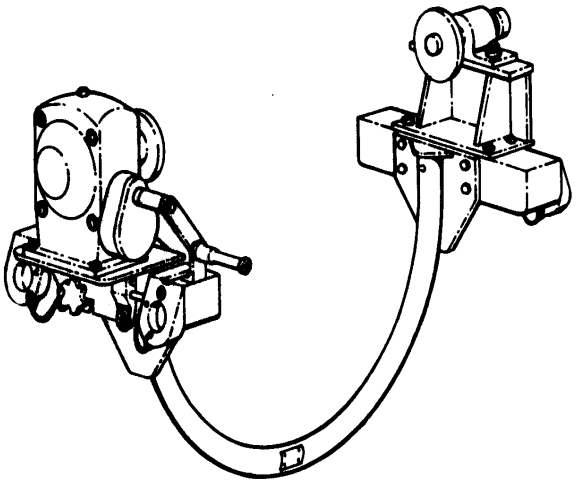

Figure 6. 6796980 Engine Components to Parallel Rail Stand Rotating Adapter
(1) Install 6796980 engine component to parallel rail stand rotating adapter (figure 6) on rails.